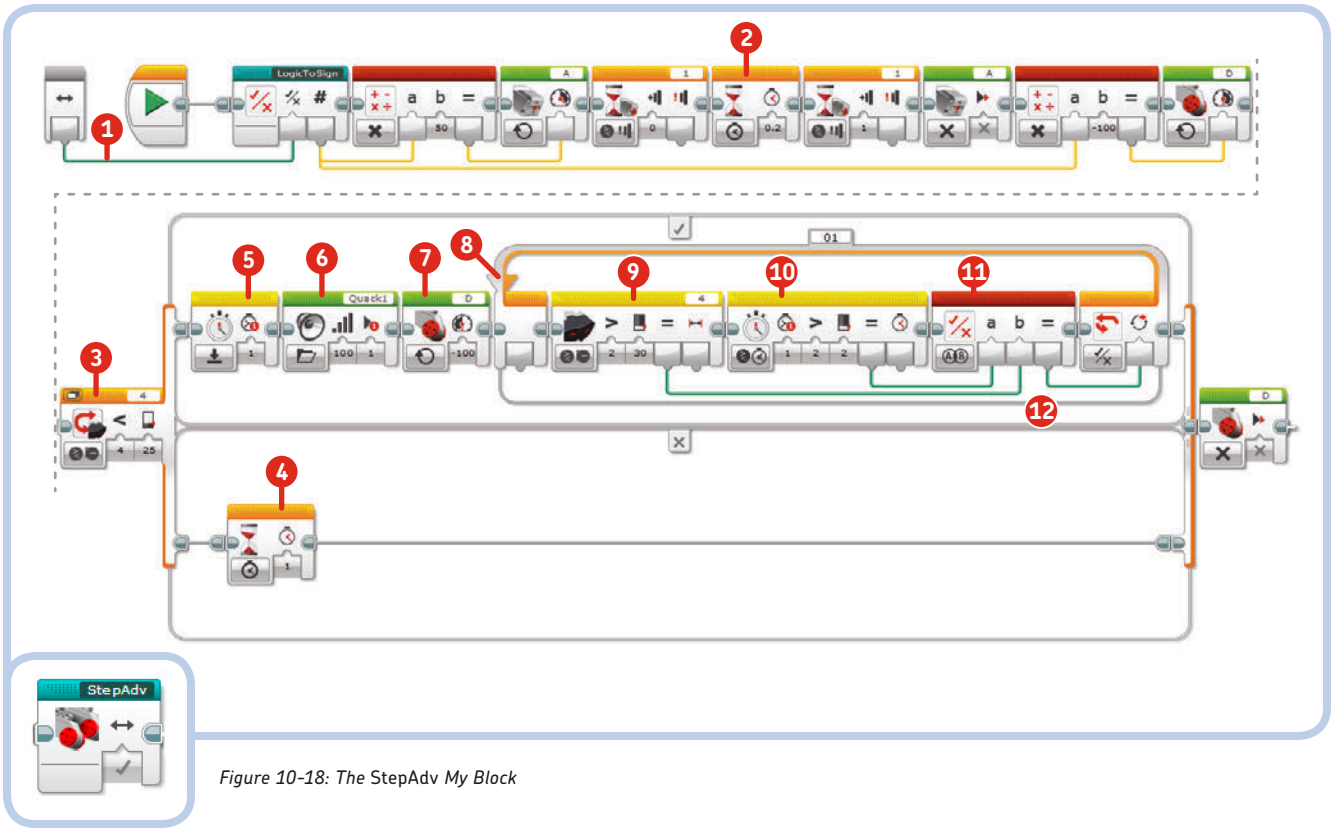

Figure 10-18: The StepAdv *My Block*
Now, double-click the new *StepAdv* My Block and edit it as shown in Figure 10-18.
What are the differences between the *StepAdv* My Block and the *Step* My Block? Let's analyze them using Figure 10-18 as reference. We added a Wait block in Time mode (2) between the Wait blocks in Touch Sensor mode. We also replaced the Wait block in IR Sensor mode with a Switch block (3) to check for obstacles. If no obstacle is seen, the program waits 1 second [Wait block (4) in the False case] and then stops the Large Motor (the last block after the Switch block). If the IR Sensor detects an obstacle, the blocks in the True case are executed.